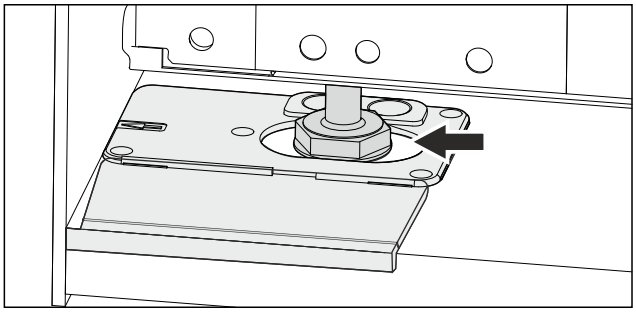

Fig. 47
▶ Aliniați aparatul cu ajutorul picioarelor reglabile. *Fig. 47 ()*